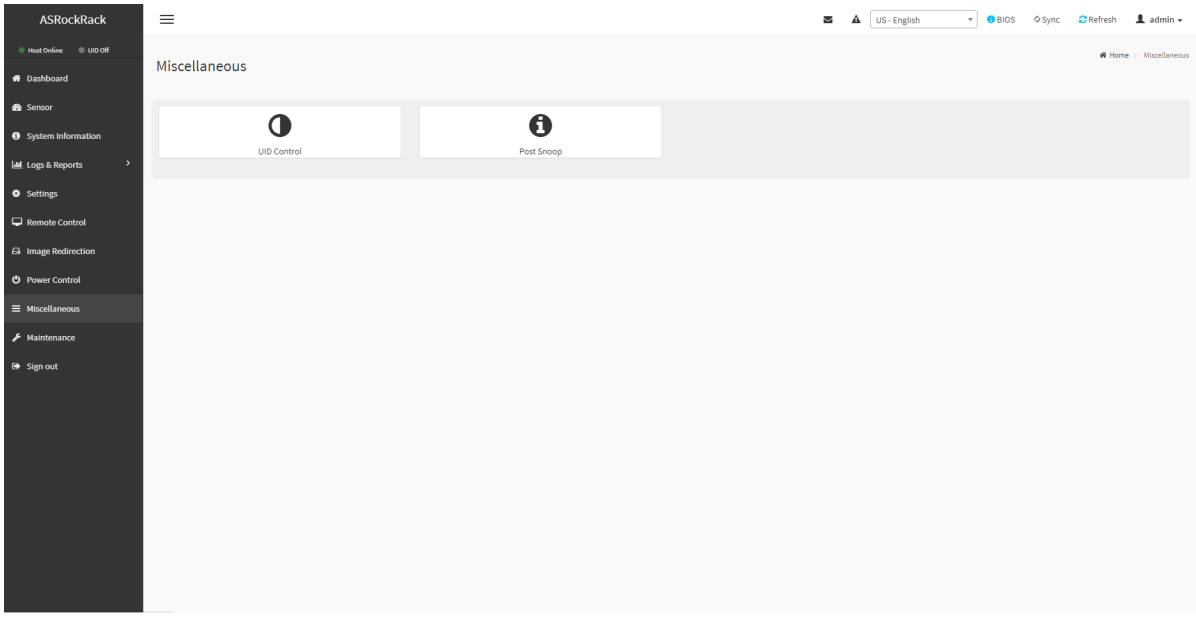

Рис. 122. Окно «Miscellaneous»
6) Пройдите во вкладку «Miscellaneous» в данной вкладке представлены вкладки с различными функциональными функциями, с помощью которых пользователи могут настраивать и контролировать сервер. Окно показано на рис. 122 Окно «Miscellaneous»